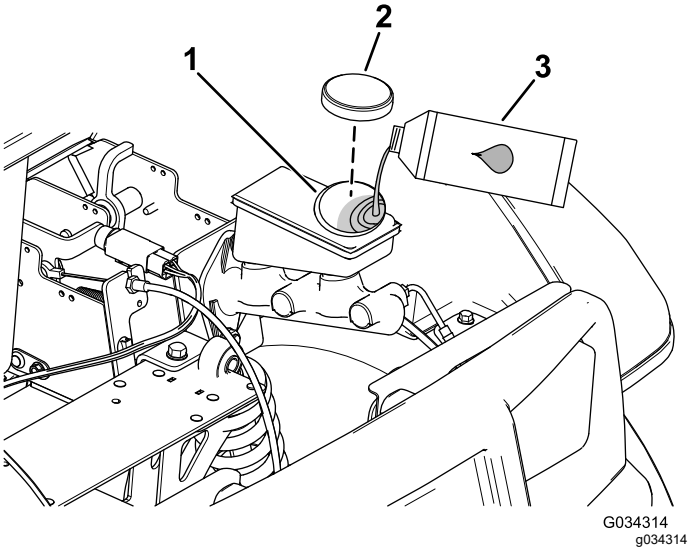

Figur 64
4. Hev panseret for å få tilgang til hovedbremsesy-linderen og -beholderen (Figur 64).
A. Rengjør området rundt beholderlokket, og ta av lokket (Figur 64).
C. Sett lokket på beholderen (Figur 64).